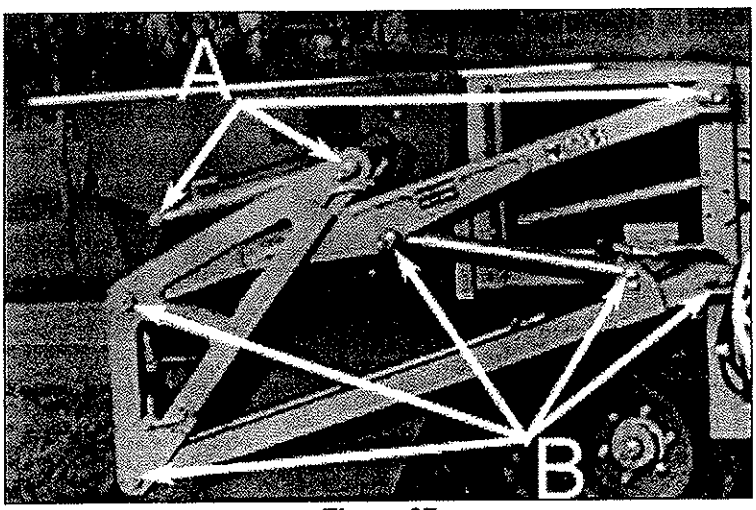
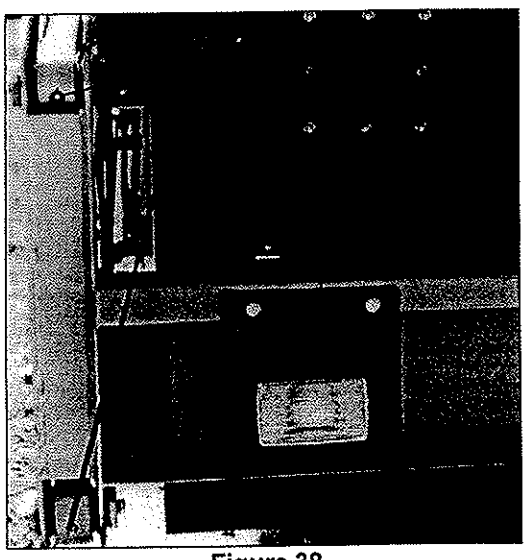

Figure 37
Figure 38
- Graissez les articulations de la trémie par l'intermédiaire des graisseurs (figure 37 repère A et B, figure 38 repère A) ainsi que la chaîne d'entraînement du tapis de triage arrière.